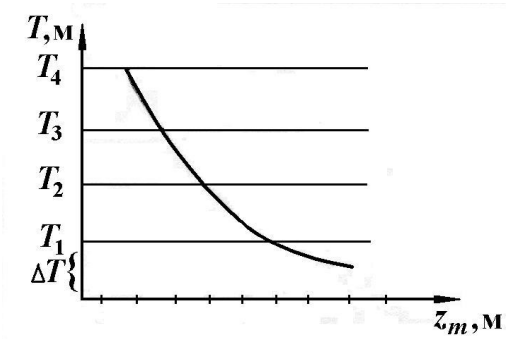

Рис. 5. Кривая начальной остойчивости $z_m = f(Ti)$
1. Построить кривую начальной остойчивости график зависимости аппликаты метацентра судна от его садки $z_m = f(T_i)$ в пресной воде (ρ =1 т/м^3) (рис. 5);